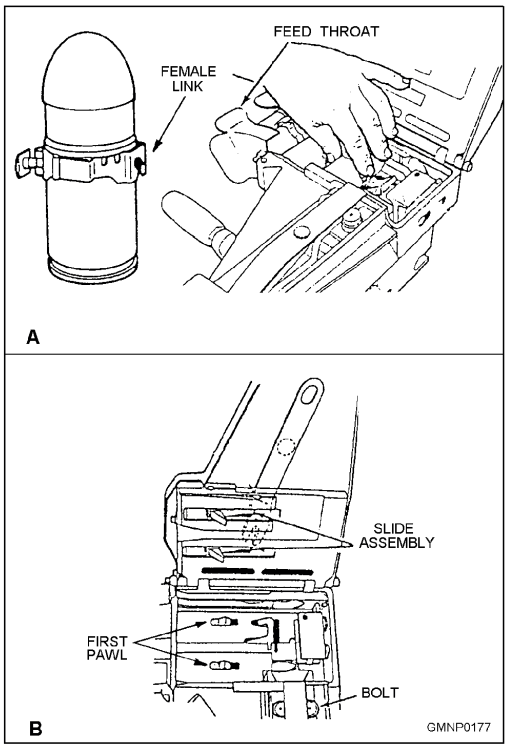

**Figure 3-95.—Loading the Mk 19 Mod 3 machine gun.**
**LOADING/CHARGING**.—To begin operation of the Mk 19 Mod 3 machine gun, with the weapon on SAFE and the bolt in the forward position, raise the top cover and load 40-mm ammunition into the feeder, as shown in figure 3-95. With the female link first, feed the belted 40-mm ammunition through the feed throat (fig. 3-95, view A) and into the feeder and across the first pawl (fig. 3-95, view B). Now, move the slide assembly to the left and close and latch the top cover.